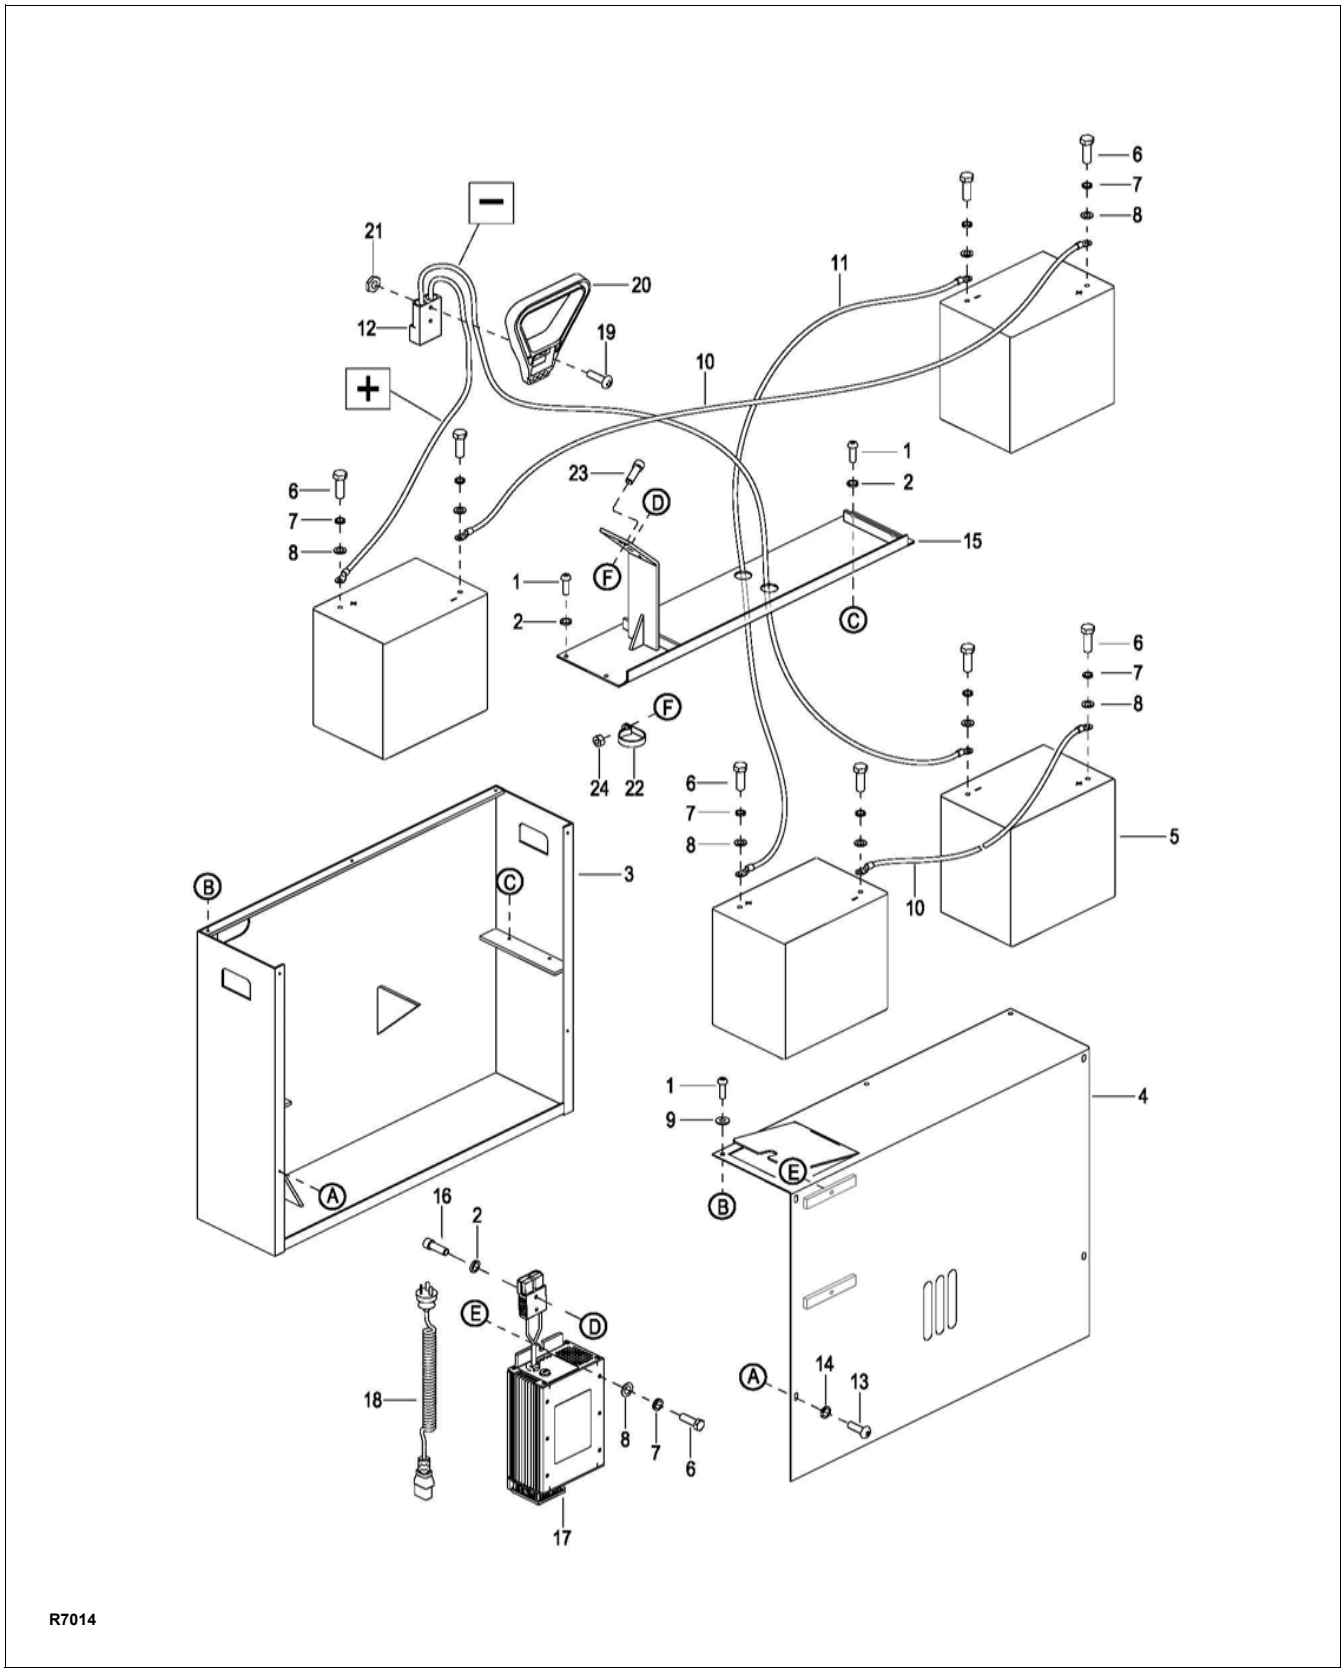

Figure 9-2 Battery Assembly
3. Remove four screws (13, Figure 9-2), four lock washers (14), three screws (1) and three lock washers (9) and remove cover (4).
4. Disconnect cable (18) from charger (17).
5. Remove two screws (16) and two lock washers (2) and free the charger connector from battery tray (15).
6. Remove two screws (6) two lock washers (7), two flat washers (8) and charger (17).
1. Position new charger (17, Figure 9-2) in frame (3) and secure with two screws (6) two lock washers (6), two flat washers (8).
2. Position charger connector on battery tray (15) and secure with two screws (16) and two lock washers (2).
3. Reconnect cable (18) to changer (17).
4. Install cover (4) and secure with four screws (13), four lock washers (14), three screws (1) and three lock washers (9).